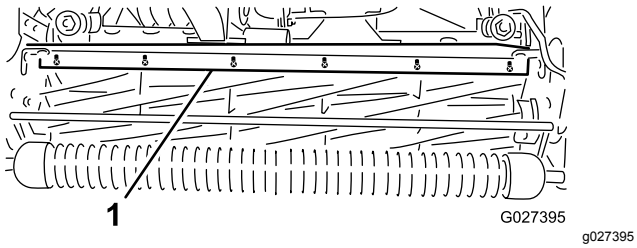

Rysunek 59
1. Poluzuj śruby mocujące belkę górną (Rysunek 59) do zespołu tnącego.